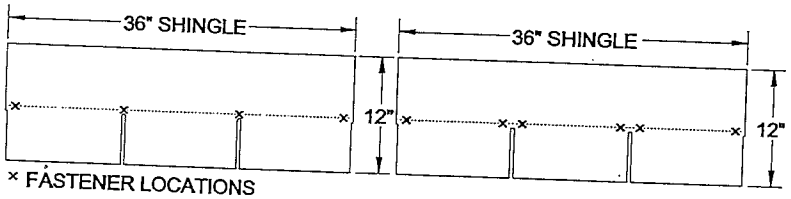

Figure 26. *Shingle fastener locations for Wind Zone I (left) and Wind Zones II and III (right).*
2. **Install shingles.** If shingles have been left off at the ridge line for site installation, install them now using 12 ga x 1-1/4" long, 3/8" diameter head roof nails or 16 ga 1" crown x 1" length staples. For Wind Zone I, fasten at 5/8 inch above each tab cutout slot and one at each end of the shingle one inch in from the edge (four fasteners for a three-tab shingle) (**Figure 26**). For Wind Zones II and III, use two fasteners 5/8 inch above and on either side of the tab slots and one at each end of the shingle one inch in from the edge (six fasteners for a three-tab shingle). Do not fasten through the shingle tar line.